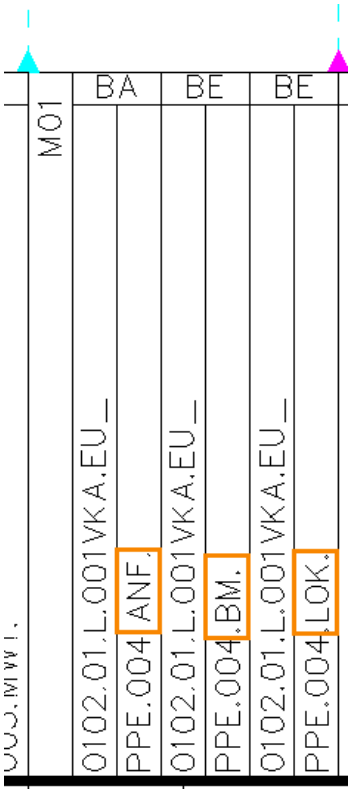

Bild 24.30 – Die drei Funktionen der Pumpe *M01* im Benutzerschlüssel
- Wenn Sie den Benutzerschlüssel für dieses Gerät erzeugen oder aktualisieren, so erscheint dort auch der dritte Eintrag (Abb. 24.30).